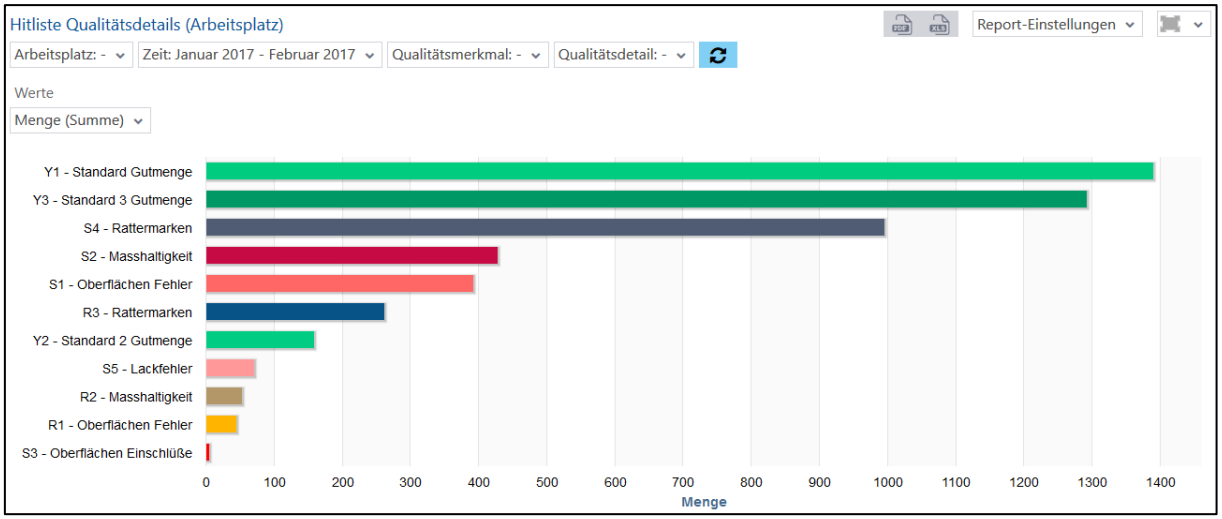

**Bild 109: Hitliste Qualitätsdetails (Arbeitsplatz) als Balkendiagramm**
- Hitliste Qualitätsdetails (Arbeitsplatz) als Balkendiagramm (Bild 109):